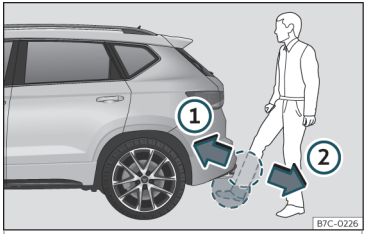

Fig. 80 Portón del maletero con apertura controlada por sensor (Easy Open).
- Con un movimiento rápido, acerque un pie y la parte inferior de la pierna lo más posible al paragolpes. La parte inferior de la pierna tiene que acercarse a la zona del sensor superior, y el pie, a la zona del sensor inferior ››› **fig. 80 ①**.
- Retire rápidamente el pie y la parte inferior de la pierna de las zonas de los sensores ››› **fig. 80 ②**. El portón trasero se abre automáticamente.